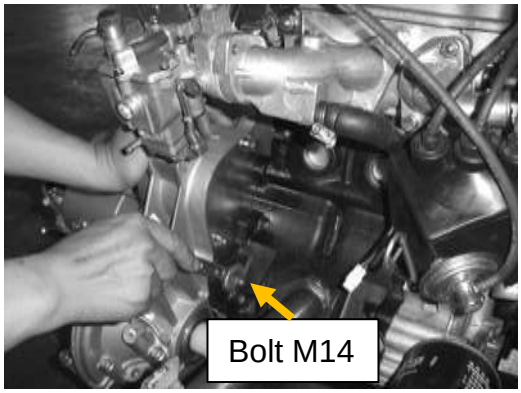
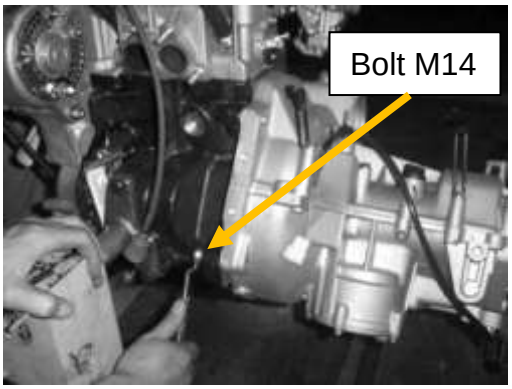

Figure 32
Figure 31
3. Remove two nuts (M14) on two side of transmission (**See** Figure 31**,**Figure 32)